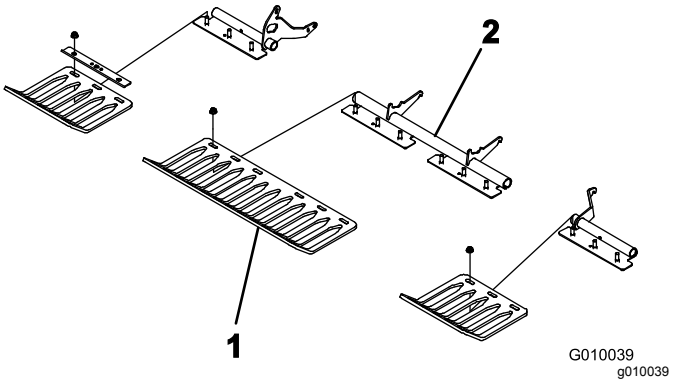

Figur 24
4. Monter plæneafskærmningerne løst på plæneafskærmningsbeslagene med 4 plæneafskærmningsklemmer og 12 flangemøtrikker (Figur 24). Tilspænd ikke fastgørelsesanordningerne.
Bemærk: Plæneafskærmningsklemmerne og flangemøtrikkerne er fastgjort til plæneafskærmningsbeslagene ved leveringen (Figur 24).